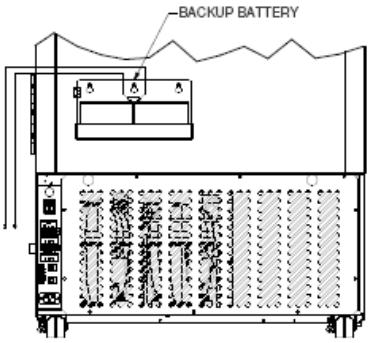

Figure 5.1a Backup system battery mounting and wire connections
Upon receiving and uncrating the cabinet, remove the batteries/mounting bracket from inside the cabinet. Loosen (3) screws on back of the cabinet and install battery assembly and tighten screws. Attach wire connections as shown in Figure 5.1a.